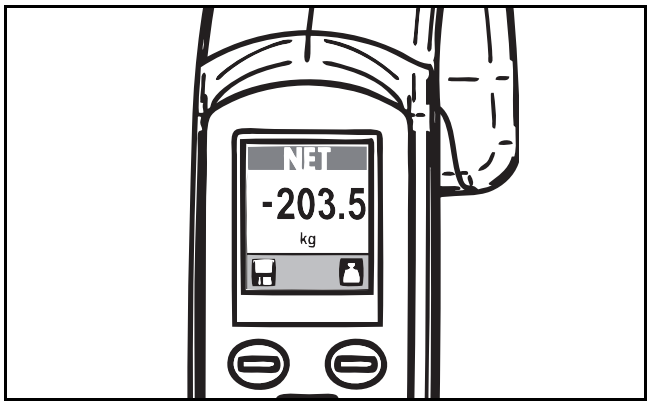

図 68
3) スリングを再び MAXI MOVE にスリングに取り付けます。画面上に表示されている数字の前に付いたマイナス記号は無視します。重量の読み取り値が安定化するまで待ちます。ここで表示される重量は利用者様の実際の体重です （図 68 を参照）。